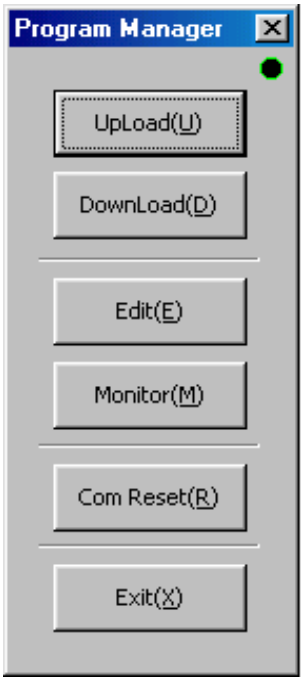

Figure 7.30 "Program Manager" dialog box
Click *"Program (G)"* under "MainMenu" to display the "Program Manager" dialog box (see Figure 7.30).